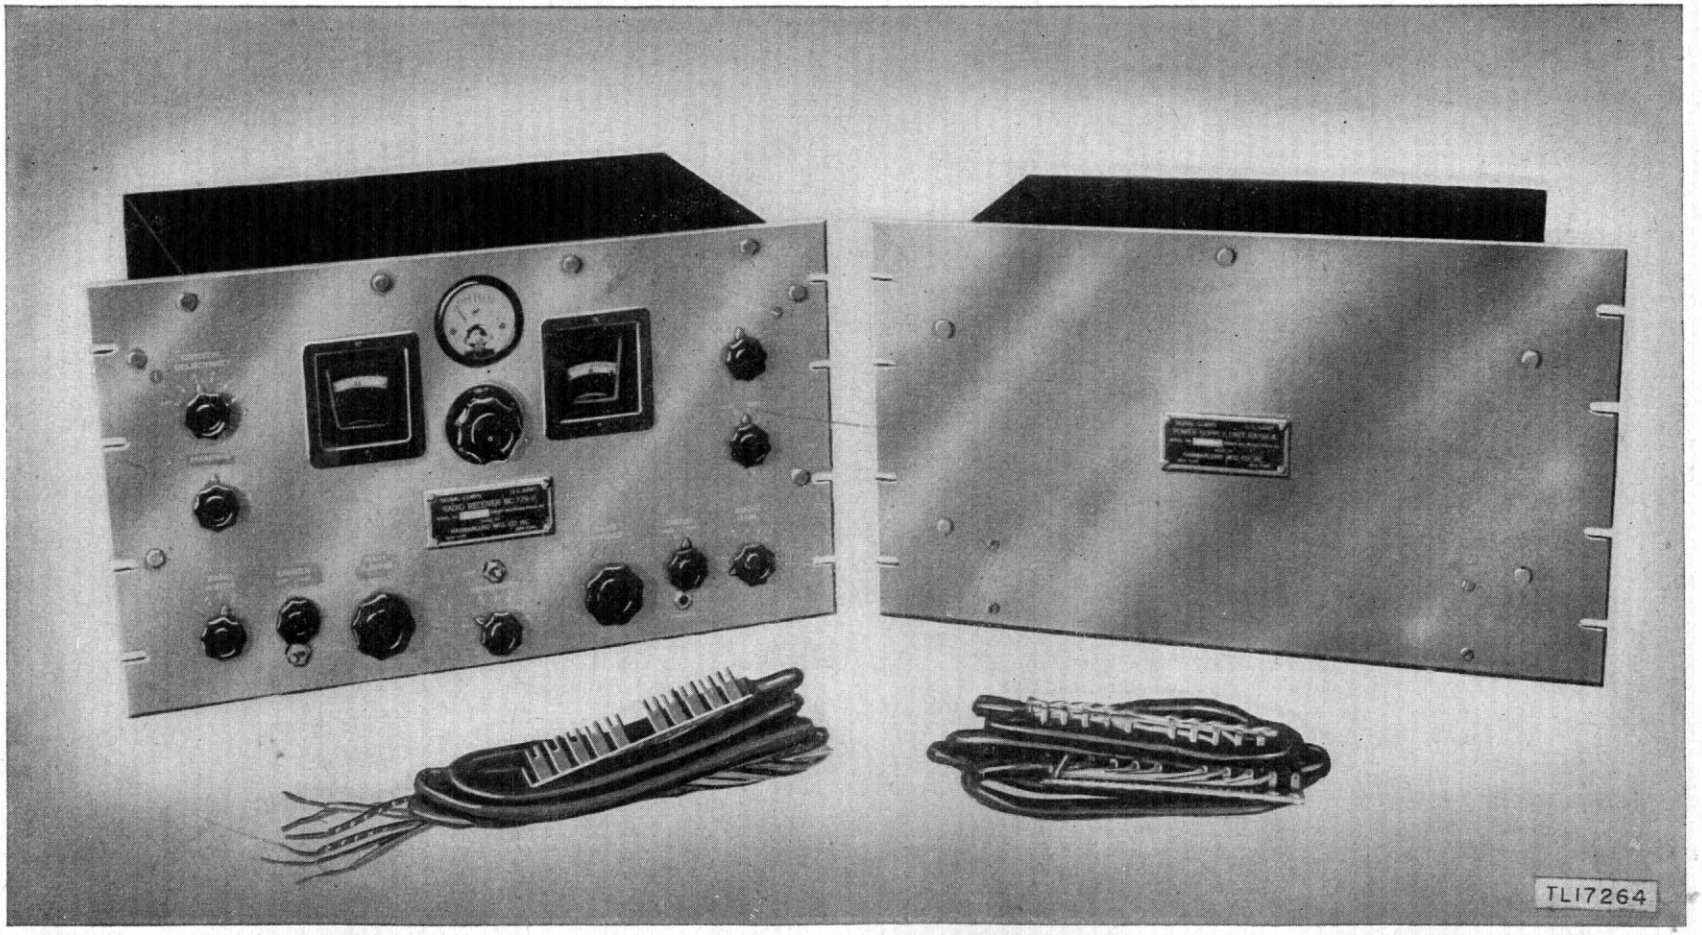

Figure 1. Radio Receiver BC-779-B with associated power supply.
b. The receivers use an external power supply. Both the receiver and power supply (fig. 1) are designed primarily for rack mounting in standard 19-inch relay racks, but the receiver may be used as a table model by placing it into Cabinet CH–104–A. In an emergency, the receiver can be operated from batteries.